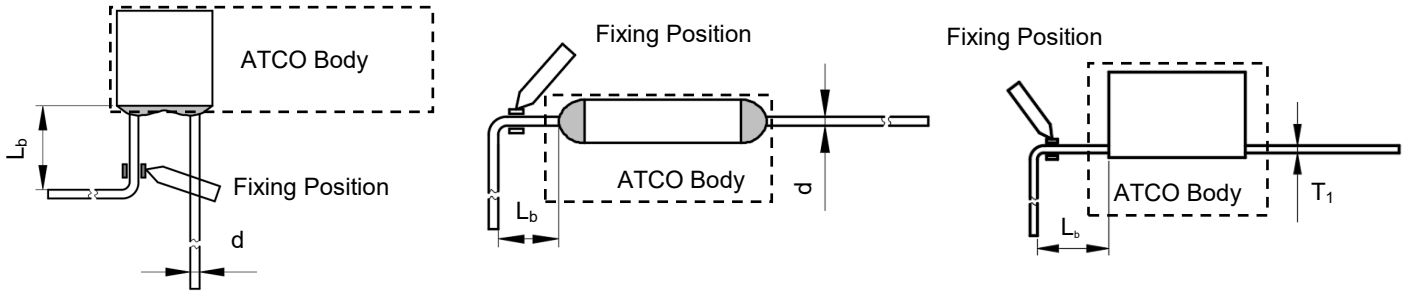

FIGURE T-1
2. When bending leads, please use pincher or similar tools to fix the product as shown in Fig.T-1, to avoid damaging the product.